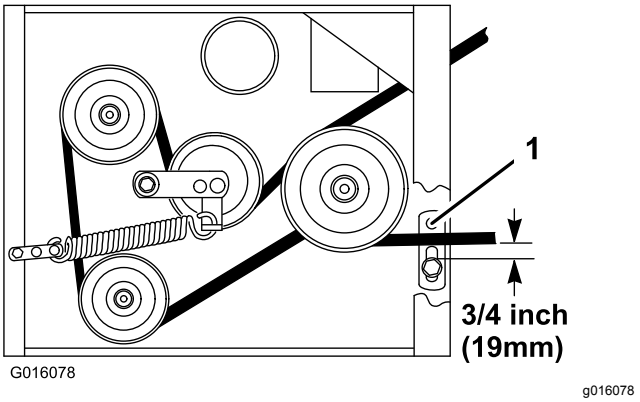

Figur 48
8. Kontrollera remstyrningen under motorramen med avseende på korrekt justering (Figur 48).
Obs: När klipparremmen kopplas in ska avståndet mellan remstyrningen och klipparremmen vara 19 mm (Figur 48). Justera klipparens remstyrning efter behov. Den frånkopplade remmen ska inte slacka eller falla av remskivan när styrningarna är korrekt justerade.